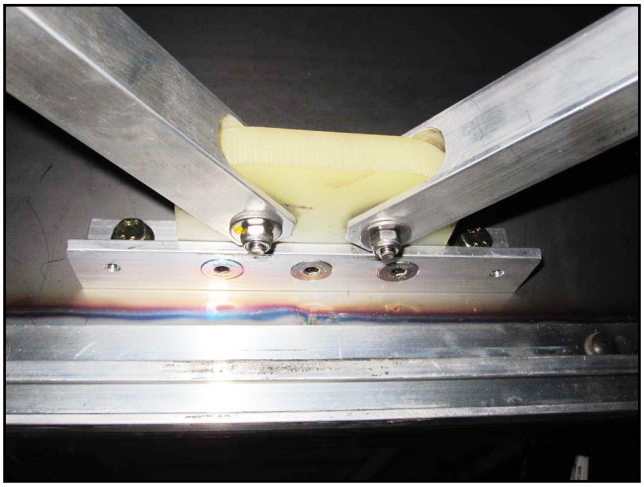

Figure 16 - Bolt the Stabilizer Arms
1.20. Bolt the stabilizer arms on their respective brackets in the front and rear sections of the vehicle. See Figure 16. The bolt head must be on the top and the nut on the bottom. Apply 6.6 lb-ft (9 N•m) of torque. Apply anti-tamper seal. Reinstall the protective caps on the head of the bolts.